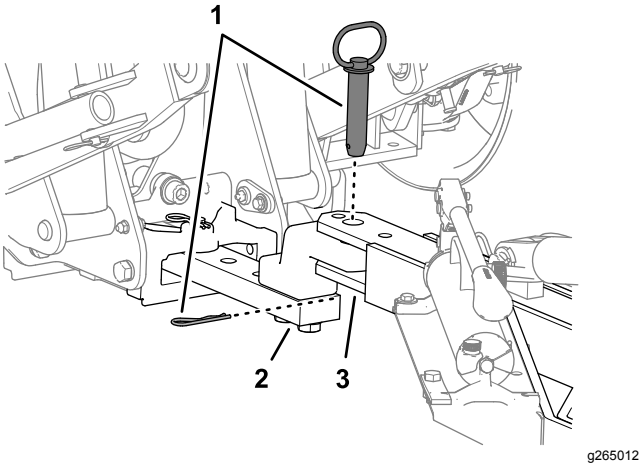

Figuur 13
7. Zet het koppel van de beluchter op een lijn met de trekstang van de tractie-eenheid, en zet de beluchter vast met het bevestigingsmateriaal van de trekhaak van het voertuig (Figuur 13).